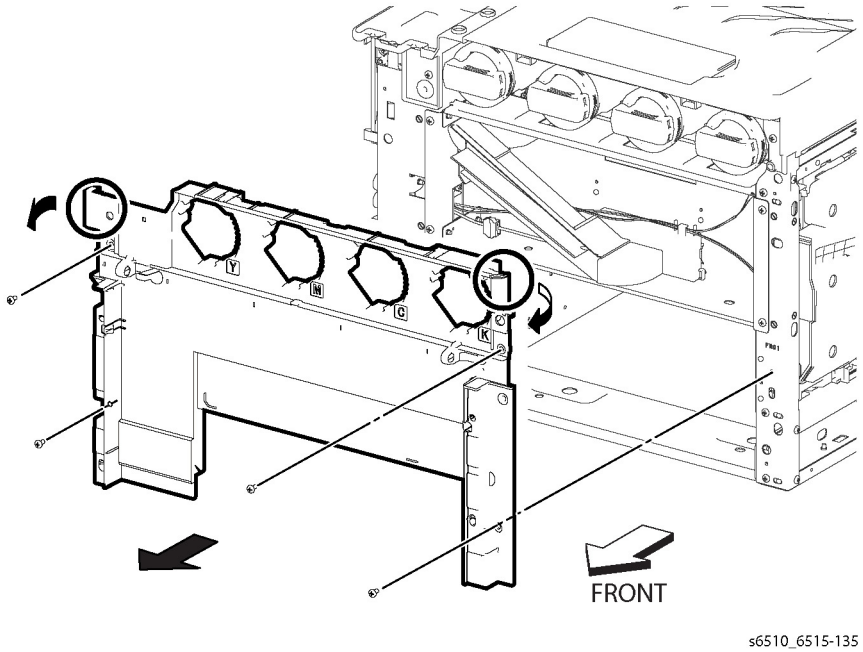

Figure 1 Remove the Front Inner Cover (MFP)
3. Refer to Figure 1 to remove the four screws (silver, M3x6mm) attaching the Front Inner Cover.